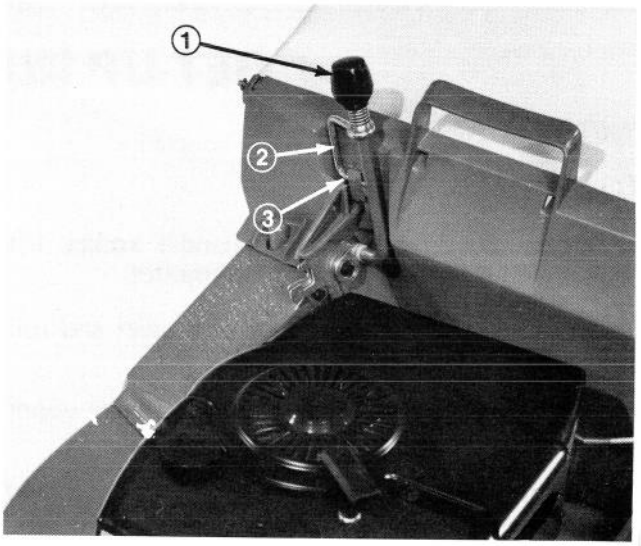

Figure 5
3. Squeeze lockout lever until it clears the bag catch (Fig. 5). Then move handle rearward until lockout lever locks in notch at rear of bag catch (Fig. 5). The chute door in mower housing is now open.